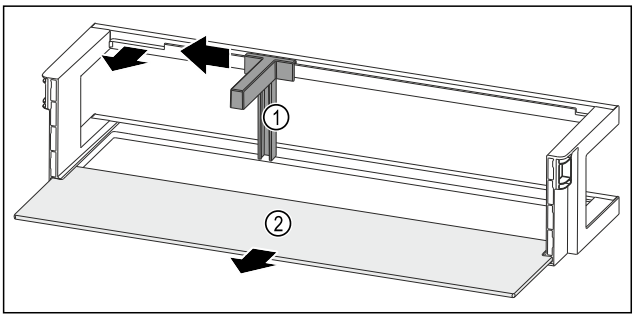

Fig. 97 Raft montat pe ușă cu suport pentru sticle și raft
▶ Împingeți în lateral suportul pentru sticle *Fig. 97 (1)* până la degajare.
▶ Extrageți suportul pentru sticle *Fig. 97 (1)*.
▶ Extrageți raftul *Fig. 97 (2)*.